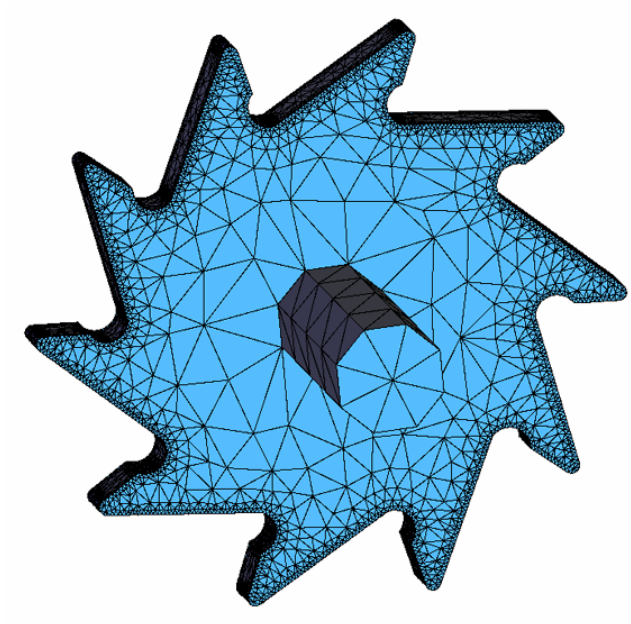

Figure 38. Mesh with assignment of sizes around lines
6. A greater concentration of elements has been achieved around the selected lines. In contrast to the case in section 5.2, this mesh is more accurate since lines define the profile much better than points do (Figure 38).